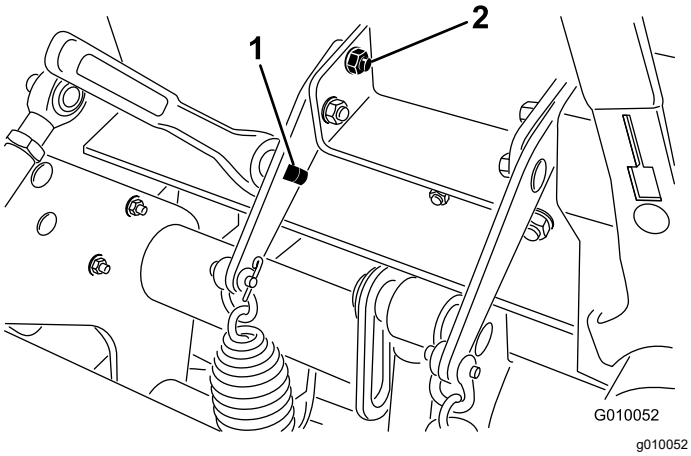

Rysunek 28
3. Włóż zapadkę lub poprzeczkę ½ cala w kwadratowy otwór w płytce sprężystej (Rysunek 28).